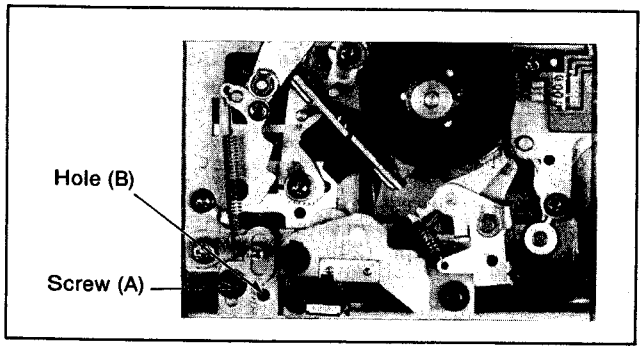

Figure M32
2. Loosen the screw (A) and insert the fine adjustment screwdriver into the hole (B). (Figure M32)
3. Move the adjustment screwdriver in either of the directions indicated by the arrow in Figure M32 to obtain the specified tension. Turn the driver clockwise to decrease the tension, counter-clockwise to increase it.
4. Tighten the screw (A) and remeasure the tension with the meter to confirm it.